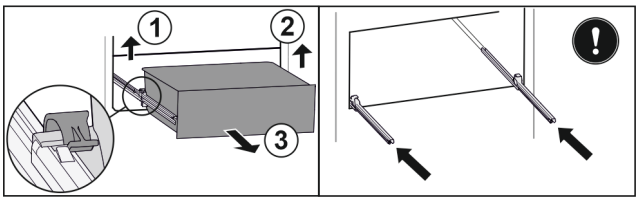

*Fig. 201*
- ▶ Ridicați clema din stânga și trageți concomitent sertarul din stânga spre înainte. *Fig. 201 (1)*
- ▶ Ridicați clema din dreapta și trageți concomitent sertarul din dreapta spre înainte. *Fig. 201 (2)*
- ▶ Extrageți sertarul spre înainte. *Fig. 201 (3)*